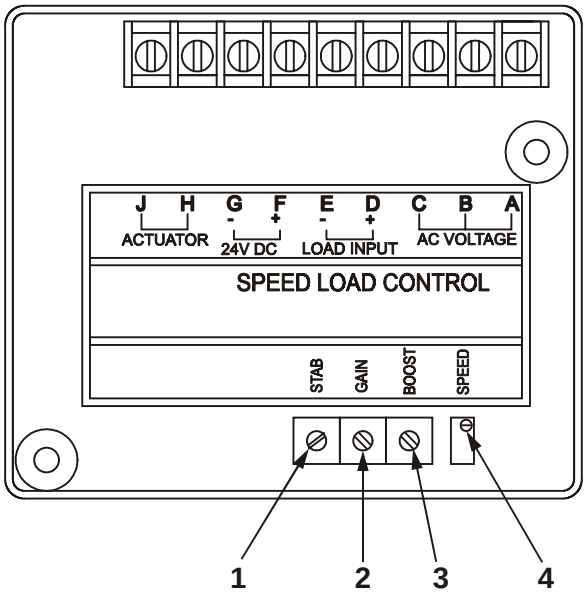

Figure 4-50. Governor Control Module
6. Set control module GAIN pot (2, Figure 4-50) and STABILITY pot (1) to the 9 o'clock position.
8. Start the generator set (paragraph 2-8) and run in no load condition. Adjust control module SPEED pot (4) to obtain a PMA frequency of 254 Hz (3050 RPM). Clockwise rotation of the SPEED pot increases frequency. Counter-clockwise rotation decreases frequency.
10. Rotate control module STABILITY pot (1, Figure 4-50) clockwise until engine becomes unstable, then counterclockwise until it stabilizes. Rotate an additional 5 degrees counterclockwise.
11. Rotate control module GAIN pot (2) clock clockwise until engine becomes unstable, then counterclockwise until it stabilizes. Rotate an additional 5 degrees counterclockwise.
12. Clock load contactor and apply full rated load. Adjust control module BOOST pot (3) to obtain a PMA frequency of 288 Hz (3450 RPM). Clockwise rotation of the BOOST pot decrease frequency. Counterclockwise rotation increases frequency.
13. Check the no load to rated load operation by opening and closing the CIRCUIT INTERRUPTER switch and observing the actuator magnet and target. If the actuator magnet makes contact with the target (19, Figure 4-51) during the on/off load operation, reduce gain slightly by rotating GAIN pot (2, Figure 4-50) clockwise.